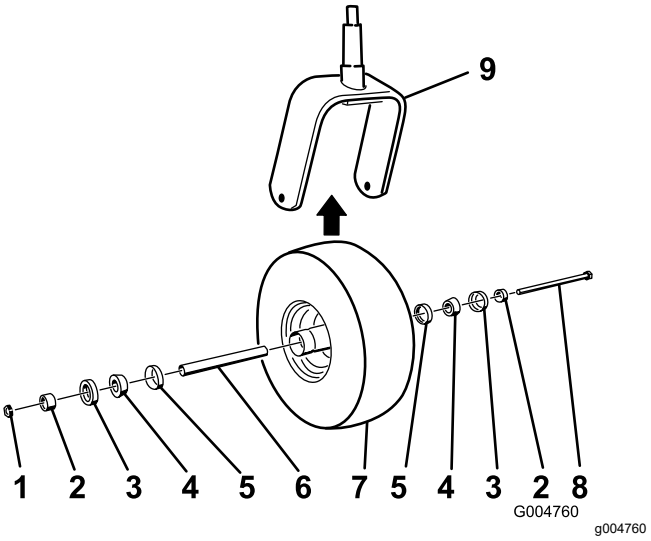

**Figuur 80**
2. Verwijder de borgmoer van de bout (Figuur 80).
5. Monteer het zwenkwiel door de ingevette kegellagers en de afdichtingen in de wielnaaf te drukken, in de positie die wordt getoond in Figuur 80.